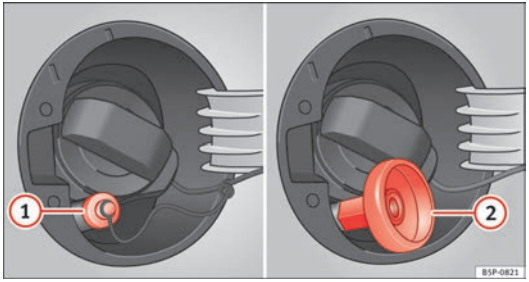

Abb. 160 Geöffnete Tankklappe mit Autogas-Einfüllstutzen und Adapter.
- Öffnen Sie den Gas-Einfüllstutzen ⇒ Abb. 160 (1).
- Schrauben Sie den entsprechenden Adapter (2) auf den Autogas-Einfüllstutzen.